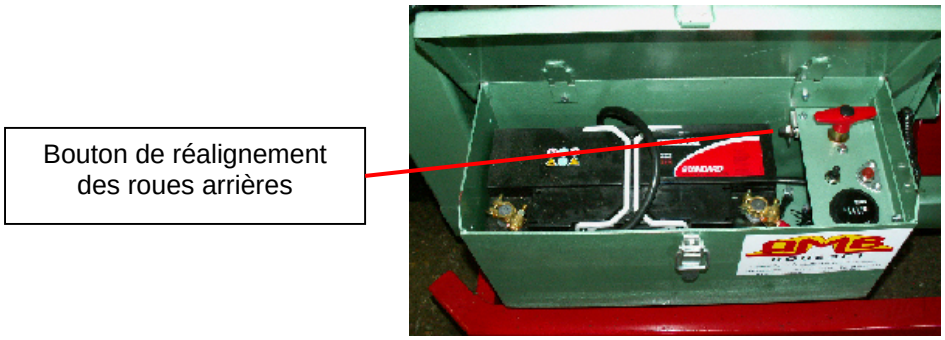

Figure 13
- Moteur en marche, l'opérateur Z maintient appuyé le bouton de réalignement des roues arrières (figure 13).